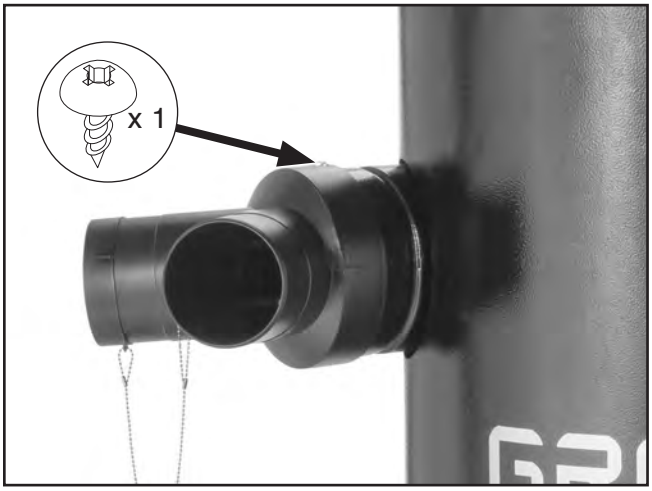

Figure 37. Inlet adapter attached to dust port (G0975 shown).
27. Attach inlet adapter to machine body using (1) #10 x 1/2" tap screw, as shown in **Figure 37**.